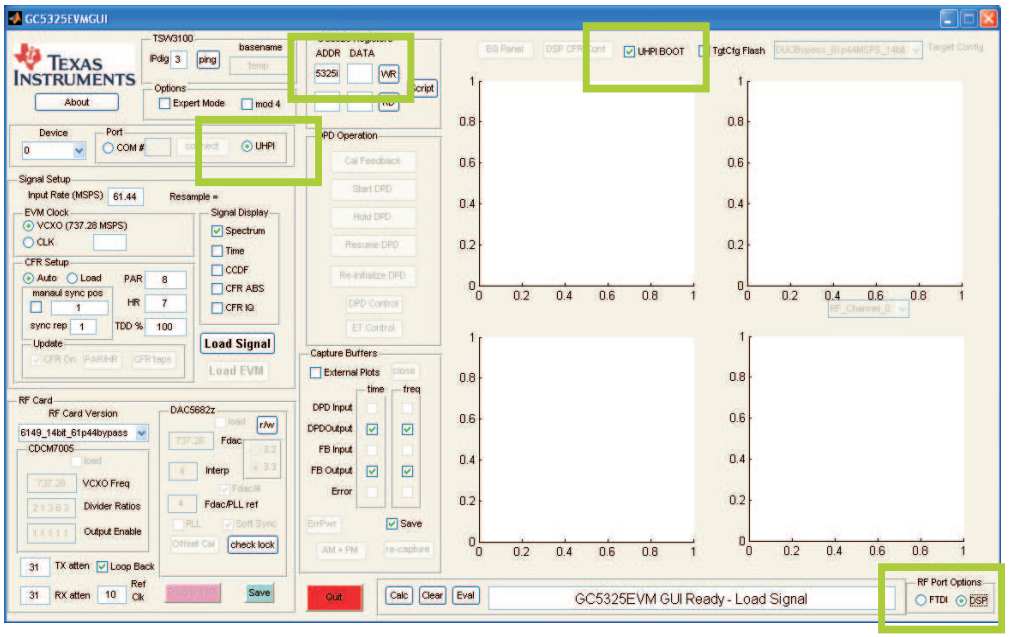

Figure 6. GUI Configured for UHPI Loading of DSP
4. Select "DSP" in the RF Port Options box located in the bottom right hand corner of the GUI. The GUI shall now appear as shown in Figure 6.